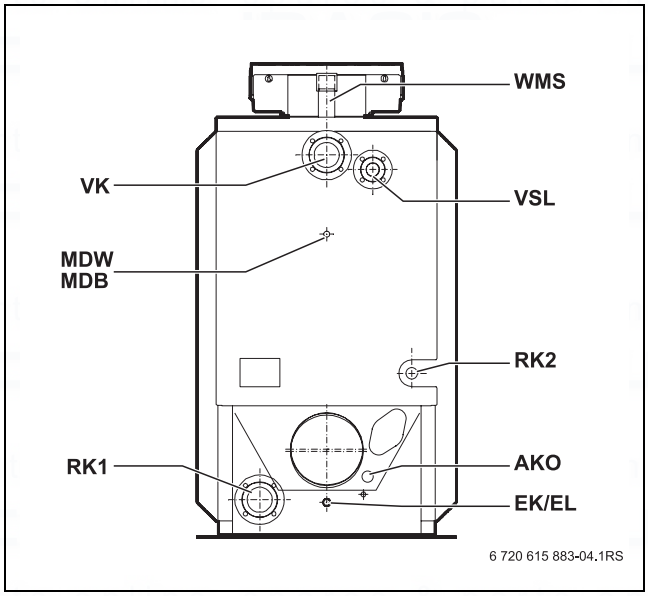

Fig. 5 Logano plus SB615 Gas boiler connections
- Connect the minimum pressure monitor or minimum pressure limiter (with R½ to R¼ connection piece adapter) to the MDW/MDB connection on the boiler (→ Fig 5).
- Seal the flow pipe for the low water indicator into the 2" LWI connection on the boiler (→ Fig. 5).